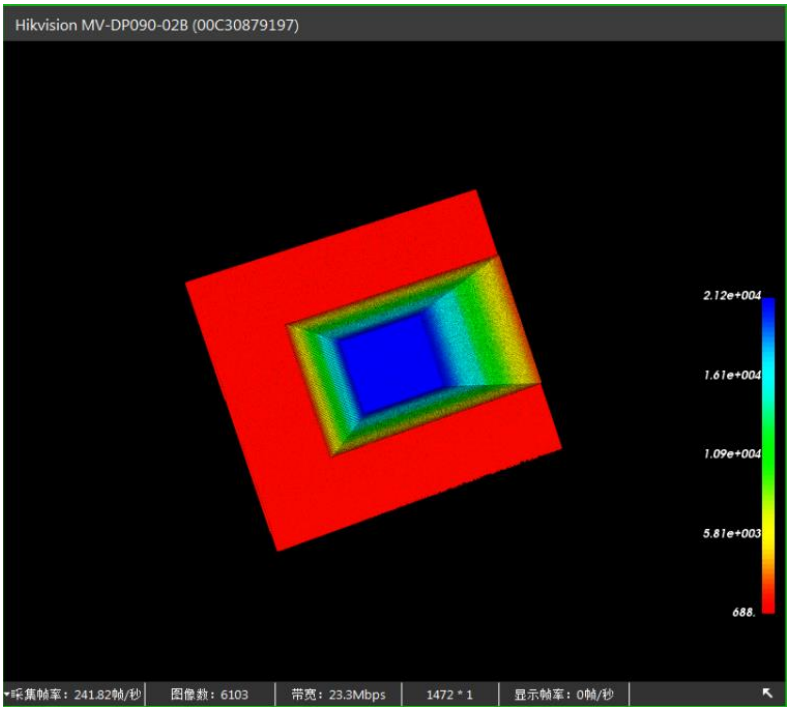
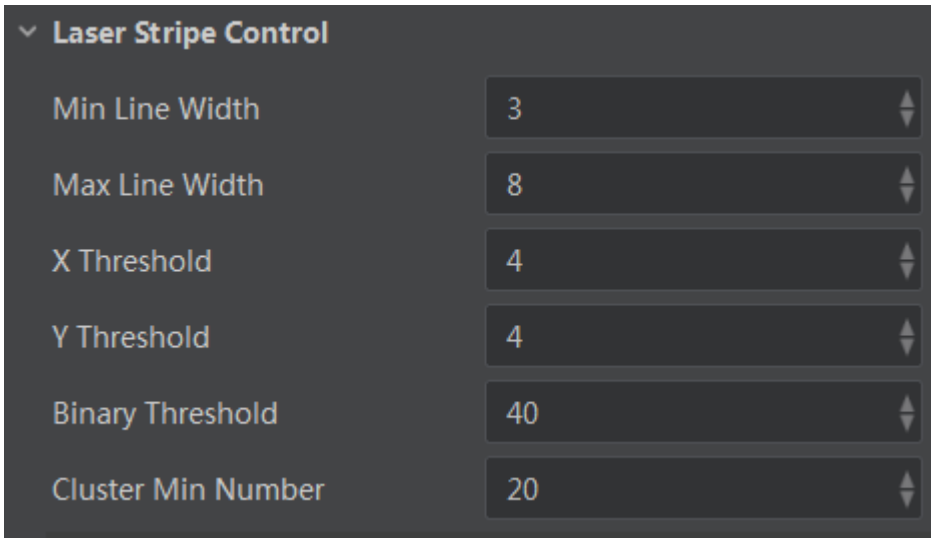

图5-17 标定块点云图像
图5-18 点云控制参数
标定块点云数据经过伪彩色渲染后的图像如图 5-17 所示，需要配置如图 5-18 所示的激光线提取参数，来达到所需要的图像效果，以下为参数释义。
- Min/Max Line Width：最小最大线宽，按照图 5-18 的参数设置，当竖直方向上连续激光线所占像素数量大于等于 3 且小于等于 8 才判定激光线有效，超出范围不作处理。